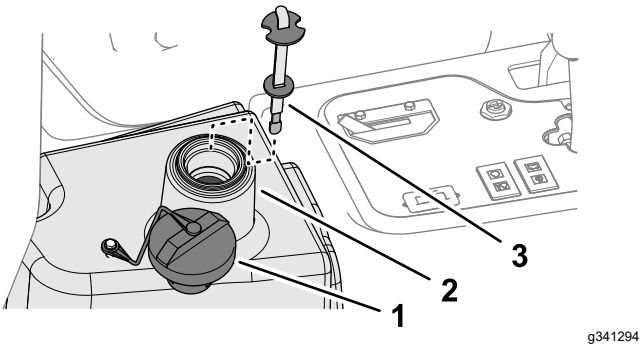

Figuur 93
2. Reinig de omgeving van de vulbuis en de dop van de hydraulische tank (Figuur 93) en verwijder de dop.